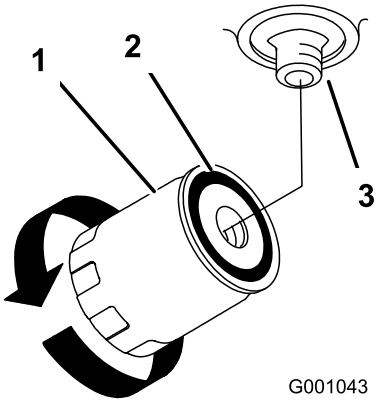

Figur 75
7. Påfør et tyndt lag på gummipakningen på det nye filter (Figur 75).
9. Fyld hydrauliktanken med hydraulikvæske, indtil væsken flyder over filteret, og drej dernæst oliefilteret med uret, indtil gummipakningen berører filteradapteren. Stram dernæst filteret yderligere 1/2 omgang (Figur 75).